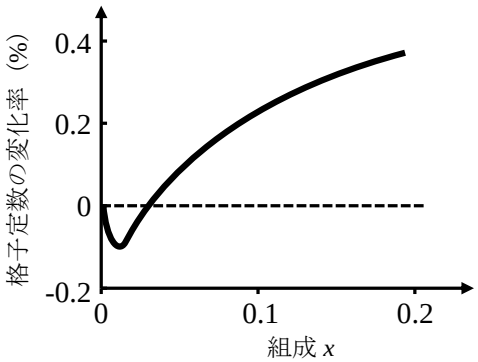

図 2
7. ITO の In サイトのうち，Sn によって置換される割合 x を増やしたときに格子定数 a が変化する様子について，図 2 に模式的に示した。Sn^{4+} のイオン半径が In^{3+} よりも小さいことに留意し，以下の問いに答えよ。ただし，格子間原子の影響は無視してよいものとする。